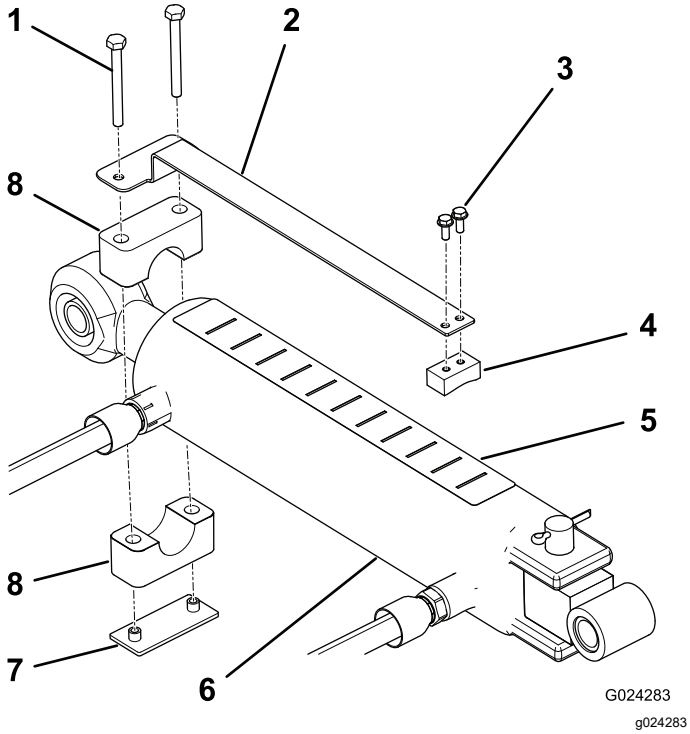

Bild 8
1. Montieren Sie das Tiefenmessgerät mit zwei Metallgewindeschrauben (Nr. 10 x ½") an der flachen Seite des Schiebeblocks; positionieren Sie die Teile, wie in Bild 8 abgebildet.
2. Befestigen Sie das Tiefenmessgerät mit der Schlauchklemme, der Schweißplatte und zwei Schrauben (¼" x 2½") lose am Stangenende des Oberlenkerzylinders (Bild 8). Stellen Sie sicher, dass die Klemmen so lose sind, dass sie in die gewünschte Stellung gedreht werden können.
4. Bringen Sie den Tiefenaufkleber oben am Zylinder an einer Stelle an, die von der Bedienerposition aus sichtbar ist, und die keine Hydraulikschläuche behindert (Bild 8).